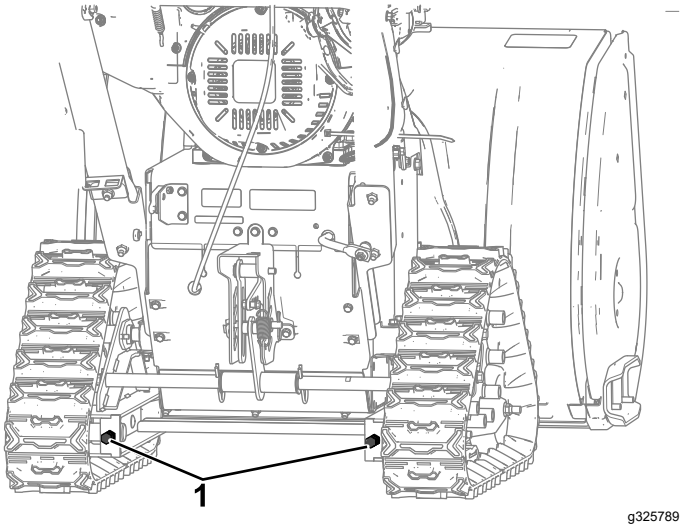

**Figure 27**
B. Ajustez le boulon à tête hexagonale selon les besoins (Figure 27).